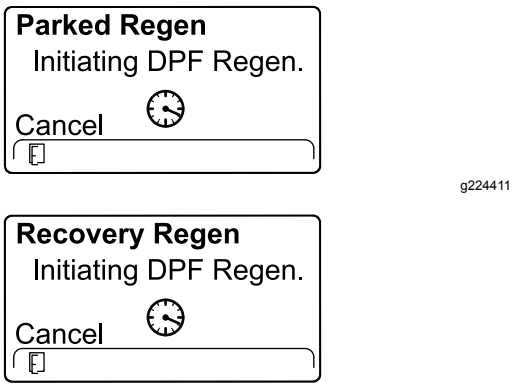

Figuur 59
5. Het InfoCenter toont de boodschap INITIATING DPF REGEN (Figuur 59).